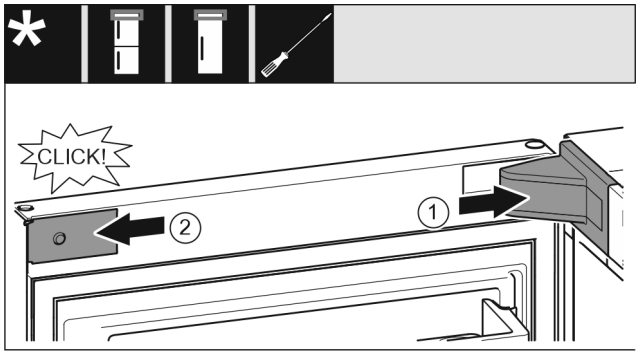

Fig. 65
▶ Așezați capacul suportului de lagăr *Fig. 65 (1)* și fixați în poziție, după caz, despărțiți cu precauție prin apăsare.
▶ Aplicați în lateral și fixați în poziție masca *Fig. 65 (2)*.